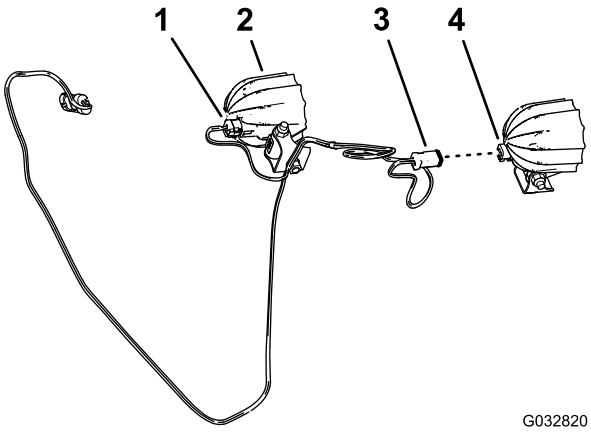

Figura 10
1. Collegate il connettore a 2 pin della luce LED al connettore a 2 prese del cablaggio della luce LED (Figura 10).
2. Ripetete la fase 1 per l'altra luce LED e l'altro connettore a 2 prese del cablaggio (Figura 10).